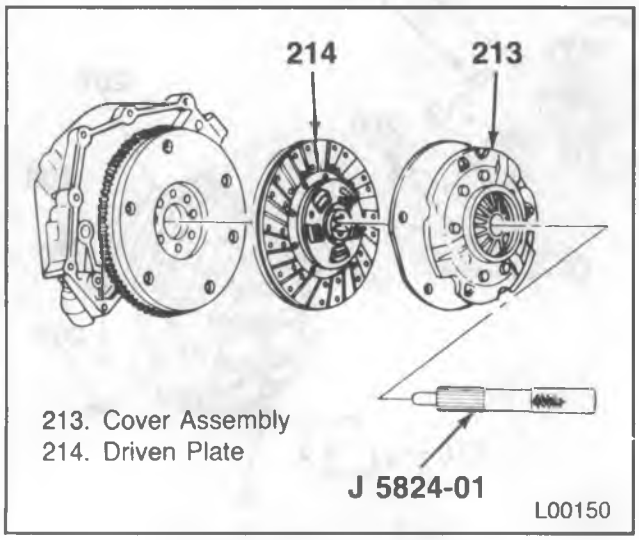
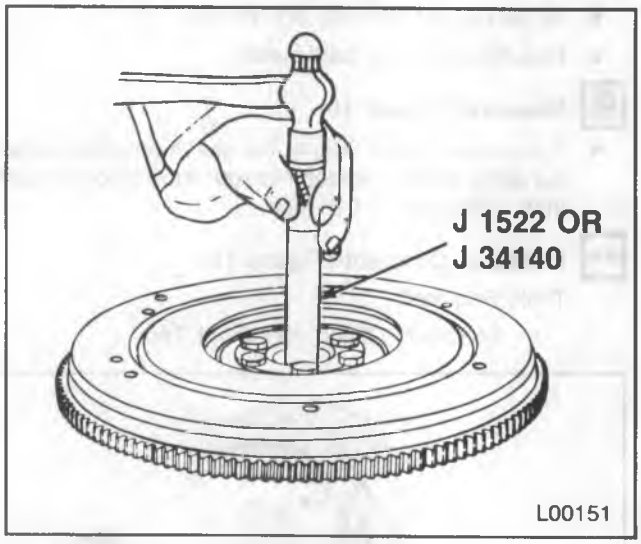

Figure 11—Installing Clutch Alignment Tool
Figure 13—Pilot Bearing Driver
- Install J 5824-01 or a used clutch drive gear to support the clutch (figure 11).
8. Cover assembly (213) and the driven plate (214).
9. Pilot bearing (217) if it is worn or damaged.
- Use J 1448 or J 23907 as needed (figure 13).
10. Screws (218) and straps (219).
11. Pressure plate (220).
2. Straps (219) and screws (218).
3. New pilot bearing (217) if needed. Use J 1522 or J 34140 as needed to drive the bearing in until the tool bottoms out (figure 13).